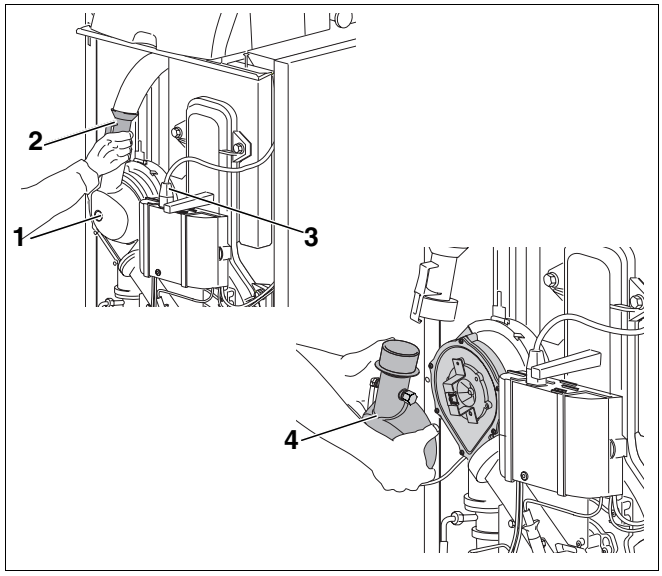

Rys. 56 Odłączanie przyłącza powietrza do spalania
- Odłączyć wtyczkę sieciową (rys. 56, **poz. 3**) od automatu SAFe.
- Zdemontować zwężkę Venturiego (rys. 56, **poz. 2**) z przyłącza powietrza do spalania.
- Odłączyć wąż odsysający filtra oleju od przyłącza powietrza do spalania (rys. 56, **poz. 4**).
- Odkręcić śrubę (rys. 56, **poz. 1**) na przyłączu powietrza do spalania.
- Wyciągnąć przyłącze powietrza do spalania (rys. 56, **poz. 4**) do przodu, sprawdzić pod kątem zabrudzenia i w razie konieczności wyczyścić.
- Ponownie zamontować przyłącze powietrza do spalania (rys. 56, **poz. 4**).